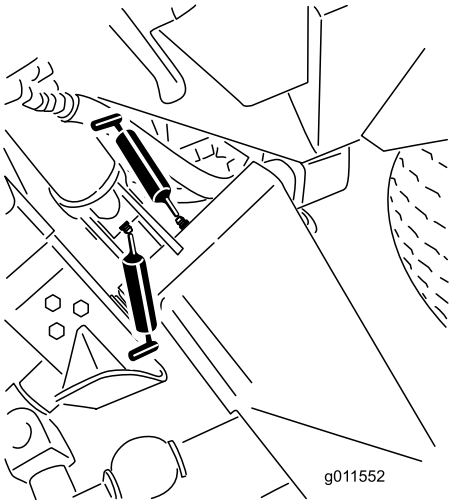
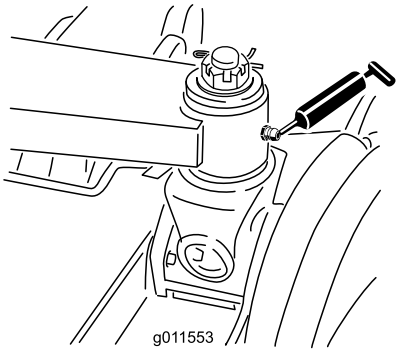

Figuur 44
Figuur 45
- Lagerbussen van hoofdhefarm (6) (Figuur 44 en Figuur 45)